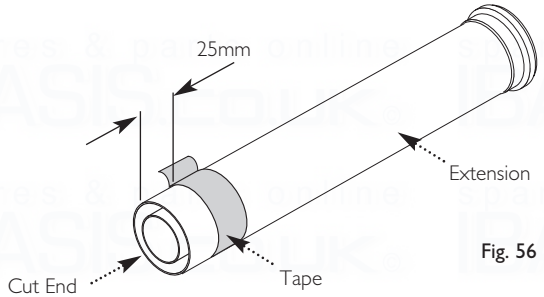

Fig. 56
14. Measure 25mm from the end of the flue extension and apply a length of tape around the outer duct (Fig. 56).